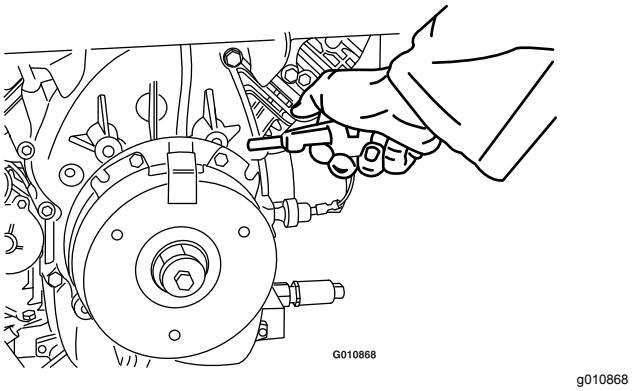

Figur 81
3. Bruk en luftkompressor, blås ut rusk fra under bremsestangen og rundt bremseavstandsstykkene (Figur 81).